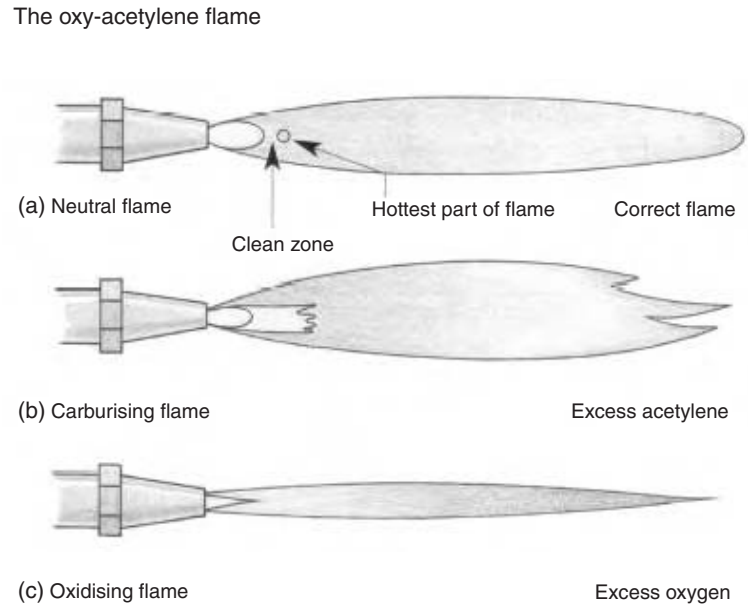

Figure 10.11 *Correct flame (Reproduced with permission of Lead Sheet Association)*
Referring to Figures 10.11 (a)–(c), the gases most commonly used for lead welding are oxygen and acetylene. Portable equipment is readily available making in situ work relatively easier.
nozzles from 1 to 5. The working part of the flame is immediately in front of the small cone at the tip of the nozzle when the flame is correctly adjusted, as shown in Figure 10.11(a). At this point the temperature is far in excess of the melting point of lead.
- Turn on the acetylene first, followed by the oxygen to produce a clean neutral flame, as in Figure 10.11(a)
- Avoid excess acetylene as this will give a carburising flame, as in Figure 10.11(b)
- Avoid excess oxygen as this will produce an oxidising flame, as in Figure 10.11(c).